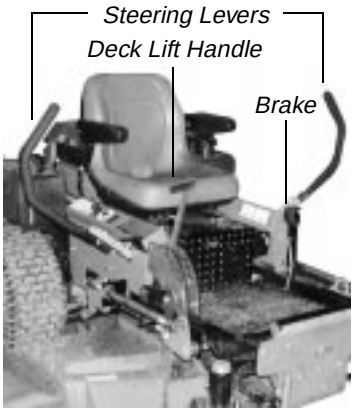

Figure. 3
3. **Left and Right Steering Levers:** (See Figure 3.) These hinged levers open out to the side in the neutral position to permit the operator to be seated or to leave the mower's seat. The operator, when seated, can pull the levers up to the operating position, a comfortable forearm's length away. These levers control all of the movements of the mower. Pushing both levers forward causes the mower to move forward. Pulling both levers back causes the mower to move backward. Pushing one lever ahead of the other lever causes the traction wheel on the side where the lever is ahead to rotate faster than the other traction wheel, making the mower turn toward the side where the lever is behind. When one lever is pushed forward and the other lever pulled back the same amount, one traction wheel will turn in reverse and the mower will turn within its own length.
5. **Parking Brake:** (See Figure 3.) Located on the left side of the traction unit. The handle is an overcenter lever which applies the internal drum-type brake on each drive wheel when the handle is pulled to the rear. The brake must be engaged in order to start the engine.
6. **Deck Lift Handle and Foot Pedal Lift Assist:** (See Figure 3.) Located on the right front corner of the mowing deck. Raise the mowing deck to the transport position, by pulling the lever to the rear and moving it inward into the stop for transport. To lower the mowing deck, pull the deck lift handle and move it outward. This lower’s the deck to the cutting position.The foot pedal lift assist (not pictured above) can provide “lift assist” to the hand lever or with “foot effort only”. To provide assistance to the lift handle: remove the detent pin from the pedal assembly. Fold the pedal down to the horizontal position so the hole in the pedal aligns with the hole in the lever. Re-install the detent pin. Pull on the Lift handle and depress the foot pedal to raise the deck. Lifting with “foot effort only” depress the foot pedal (the hand lever will lock into transport position if fully depressed). To release the lift mechanism depress the foot pedal, move the hand lever outward and slowly reduce foot pedal effort to lower the mechanism. To service the unit: Remove the detent pin from the pedal assembly. Fold the pedal up to vertical position so the hole in the pedal aligns with the hole in the lever. Reinstall the detent pin. This is the required position for the foot pedal for the foot platform to tilt forward and to access some of the machines components.